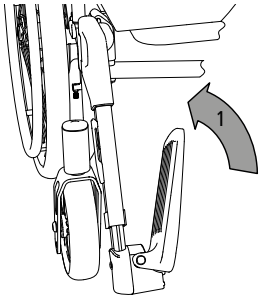

fig. 7
1. Per montare la pedana girare in alto uno dei poggiapiedi (1, fig. 7).